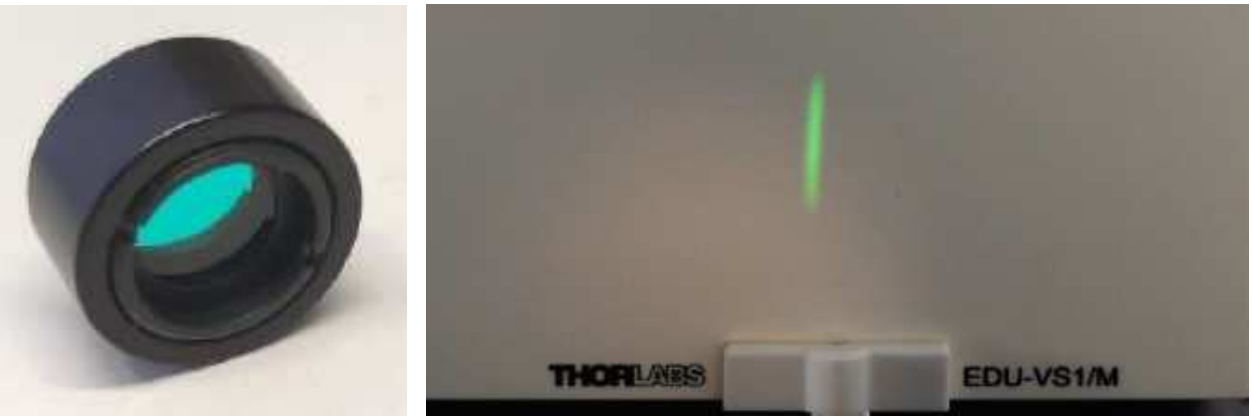

**Figure 4:** Photographs of (left) the bandpass filter component, and (right) the viewing screen after the entry slit and bandpass filter.
5. **Repeat with each available bandpass filter (see Figure 4)**: screw each one onto the LED in turn and record what you observe on the screen.